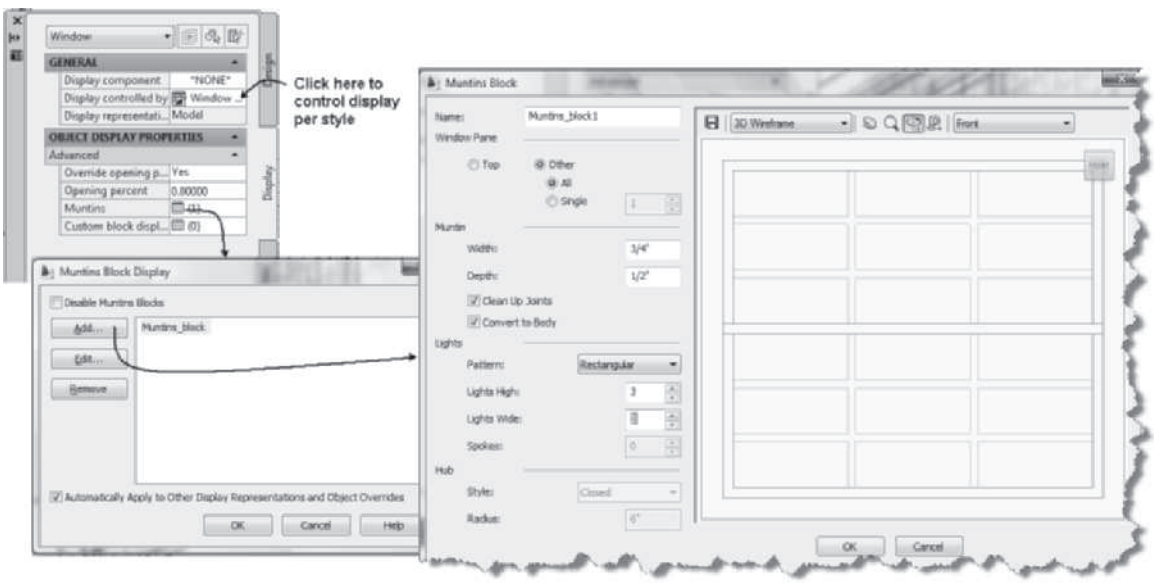

FIGURE 5.48 *Creating muntin display*
12. To create muntins for the window, select the window, right-click, and choose Properties. Choose the Display tab of the Properties palette. In the Display tab verify that Display Representation = **Model** and Display controlled by = Window Style. Choose the Muntins button to open the **Muntins Block Display** box. Click the **Add** button shown in Figure 5.48 to open the **Muntins Block** dialog box. Edit the Muntins Block as follows: Window Pane, and toggle on the radio buttons for **Other** and **All;** Muntin Width = **3/4** and Depth = **1/2;** Lights Pattern = **Rectangular**; Lights High = **3; Lights Wide** = **3**. Click **OK** to dismiss all dialog boxes.